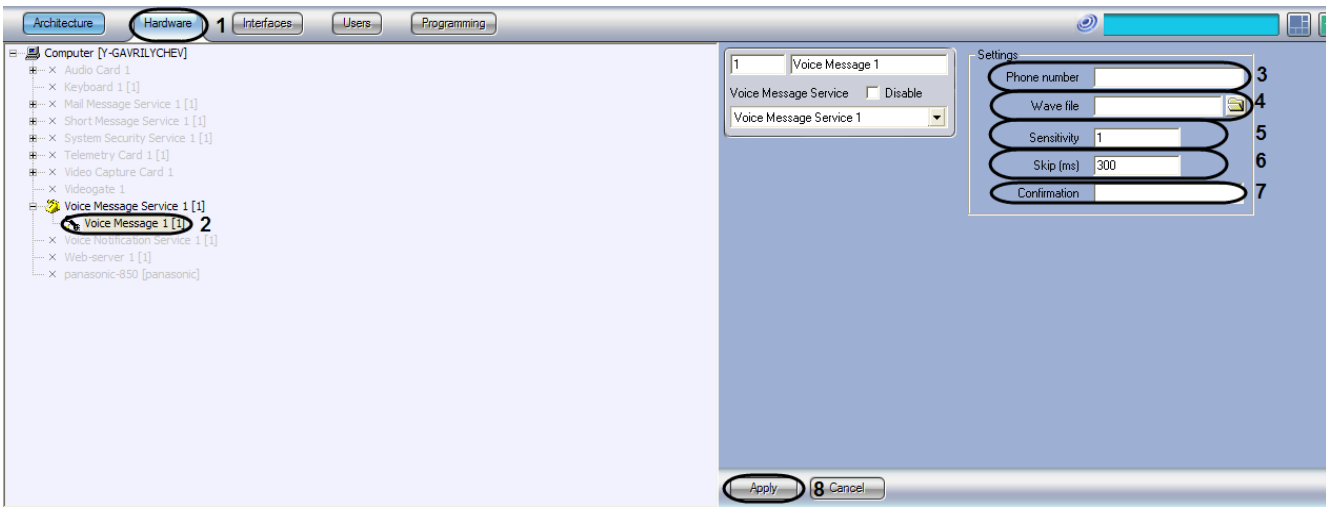

Figure 8.10-10. Setting up the Voice Message object
1. Go to the Hardware tab of the System Settings window (Figure 8.10-10).